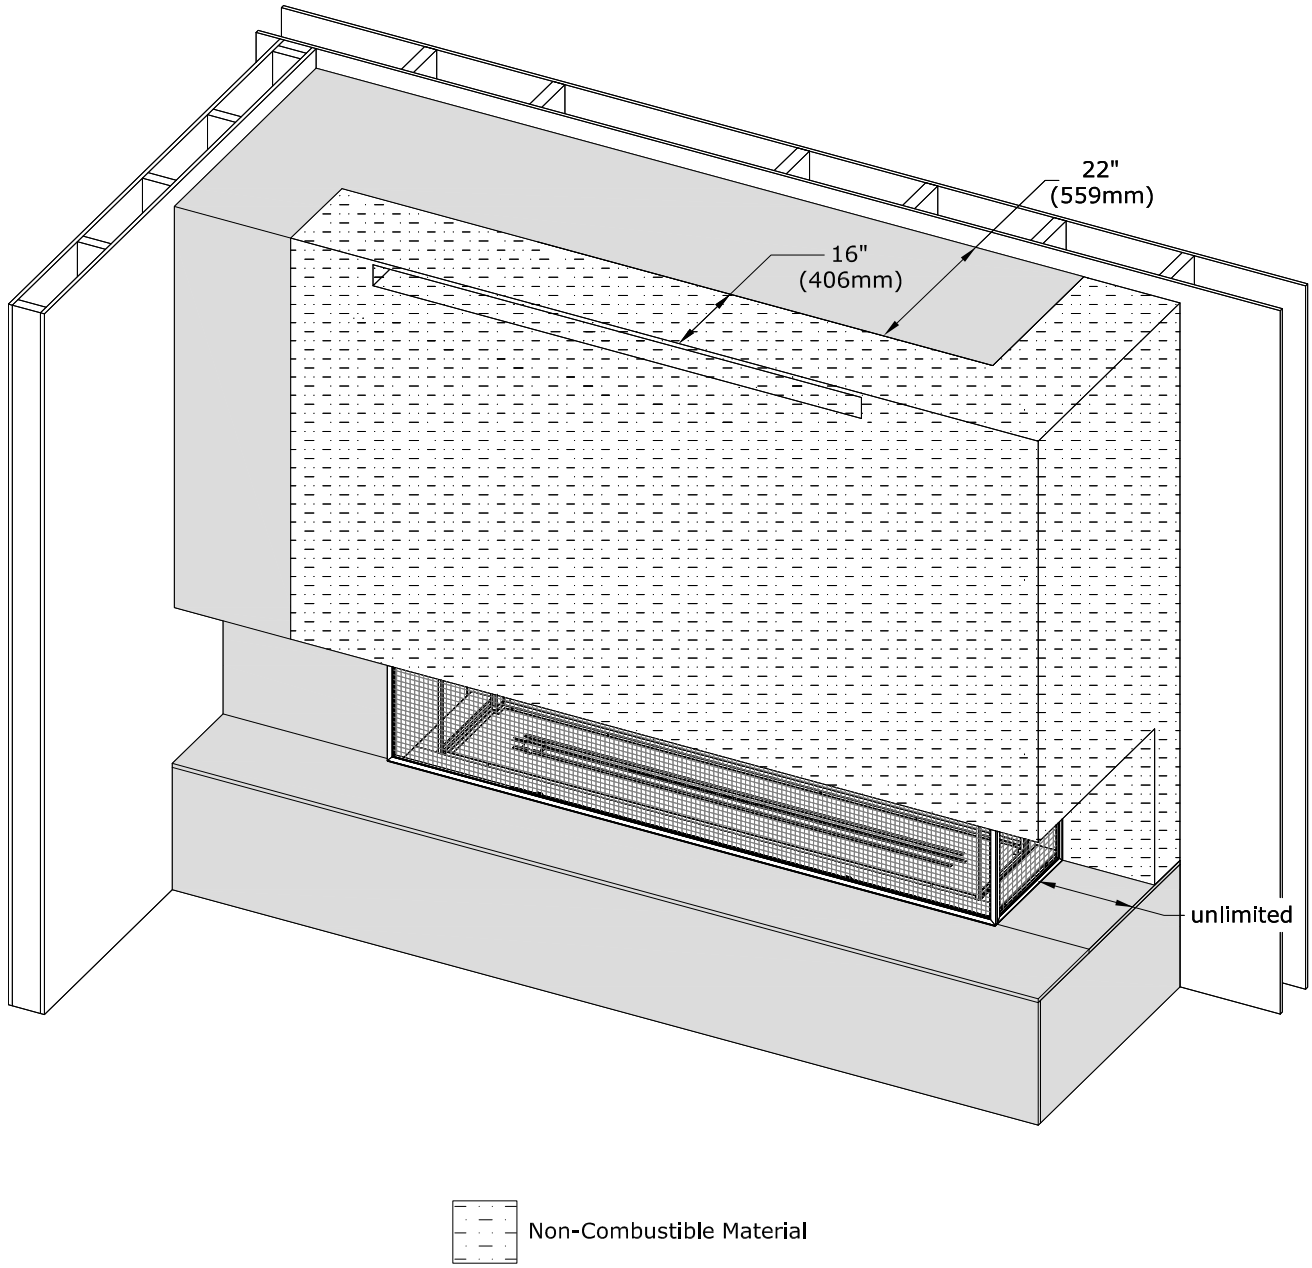

Figure 2.20 - Front and Side Projection
- **Non-combustible Mantel Projections**: A maximum of a 16” (406mm) non-combustible mantel projection is allowed to start at 0” (0mm) front and side top finishing edges of the fireplace. See Figure 2.20.
- **Non-combustible Chamber Projection:** A maximum of a 16” (406mm) non-combustible chamber projection can be installed flush at the front and side top finishing edges of the fireplace. See Figure 2.20.